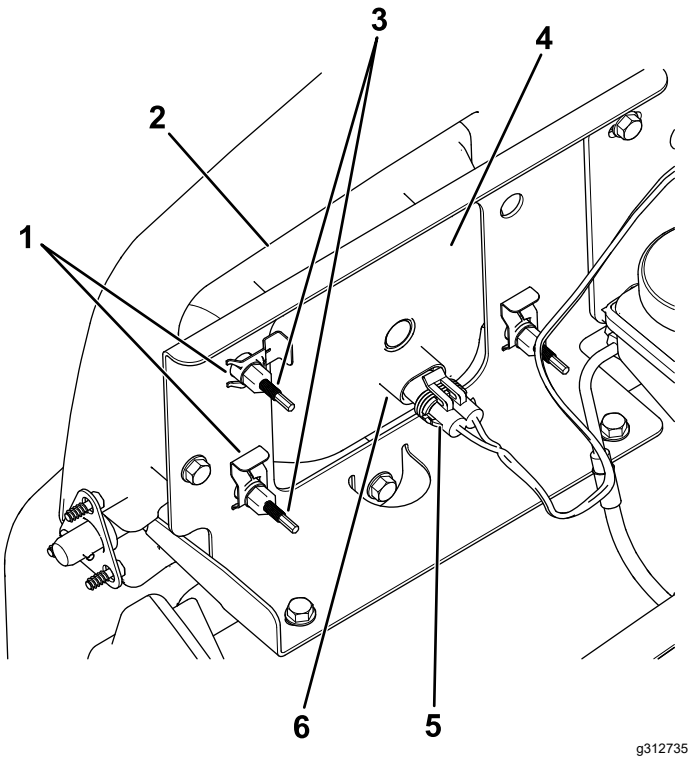

Figur 49
3. Frakobl det elektriske stik til ledningsnettet fra stikket på lampesamlingen (Figur 49).
4. Afmonter klemmerne, der fastgør forlygten til forlygtebeslaget (Figur 49).
5. Fjern forlygteenheden ved at føre den fremad og ud gennem åbningen i forkofangeren (Figur 49).
6. Monter den nye forlygte gennem åbningen i kofangeren (Figur 49).
8. Tilslut det elektriske stik til ledningsnettet til stikket på lampesamlingen (Figur 49).
5. Drej justeringsskruer (Figur 49) bag på forlygteenheden for at dreje forlygteenheden og rette positionen af lygtens lysstråle ind.